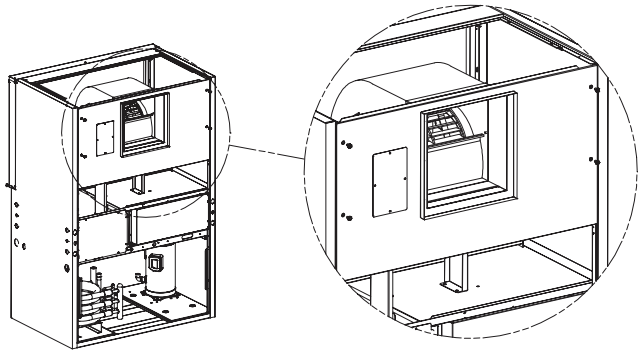

Fig. 12 — Attach Blower Asembly
9. Attach blower assembly with 4 bolts as shown in Fig. 12.